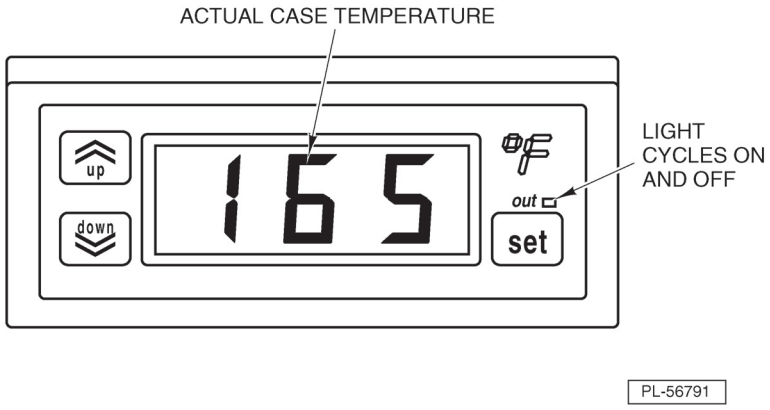

Fig. 18
2. Verify that the display case is at the proper temperature. Case temperature is displayed as shown (Fig. 18).
- During normal operation, you will see the heater output indicator turn on and off as the heaters cycle (Fig. 18).